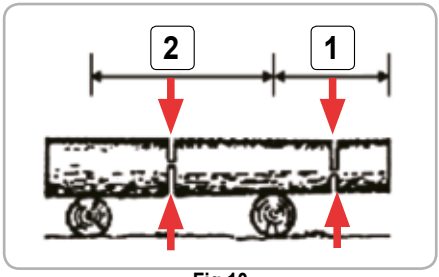

Fig.10
**Tăierea copacilor suspendați deasupra pământului (fig.10):**